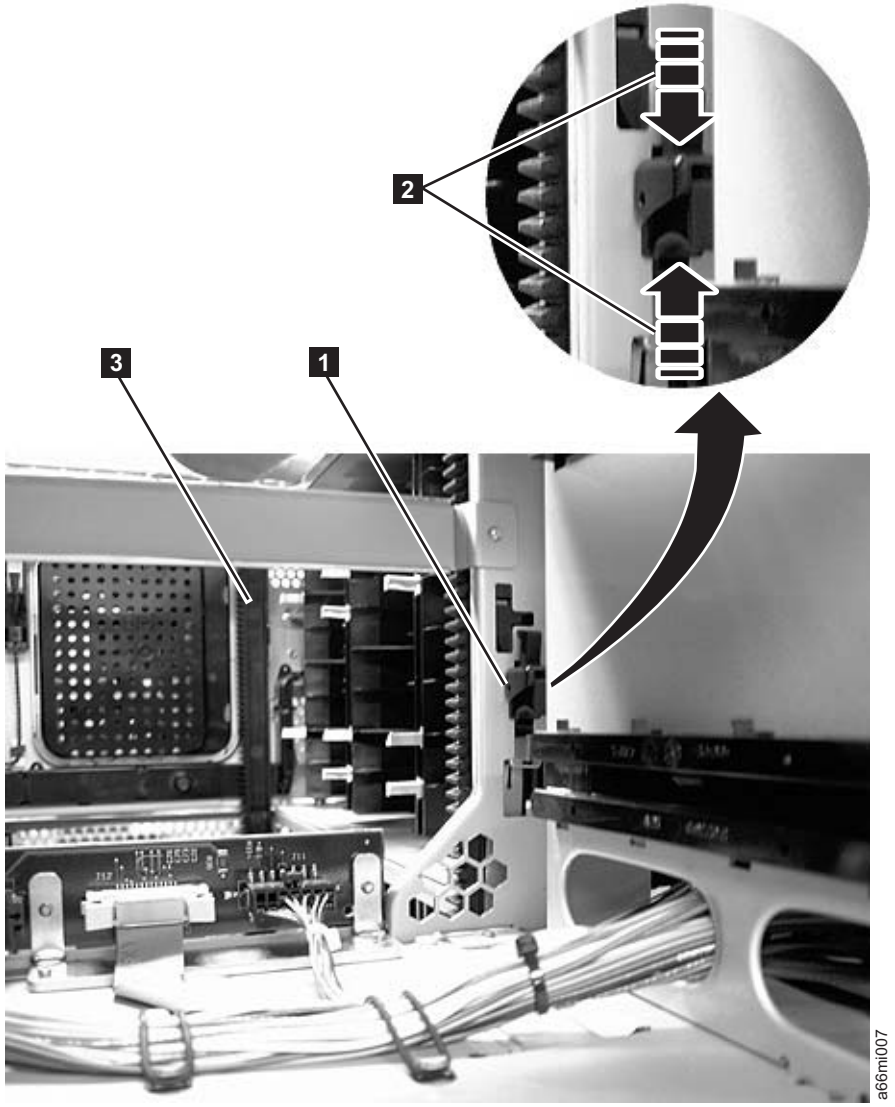

Figure 7-12. Gear racks and gear rack locking mechanism
12. Engage the rear (**1** in Figure 7-12) and front (**3** in Figure 7-12) gear racks in the control module. While pinching the gear rack locking mechanism (**2** in Figure 7-12), push the gear rack down until it locks in place and no gaps appear between the front and rear gear racks in the control module and expansion module.
5. Raise the gear racks (Refer to Figure 7-12 on page 7-14).
d. Lower the gear racks. (Refer to Figure 7-12 on page 7-14).